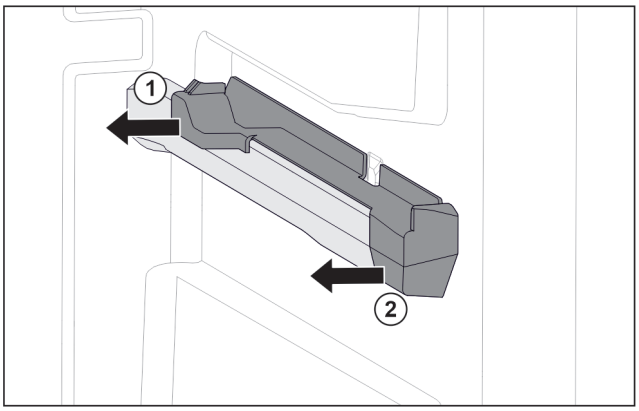

Fig. 148 Elemento inseribile sulla nervatura destra del contenitore
- ▶ Estrarre l'elemento inseribile dal lato posteriore di lato. *Fig. 148 (1)*
- ▶ Estrarre l'elemento inseribile dal lato anteriore di lato. *Fig. 148 (2)*